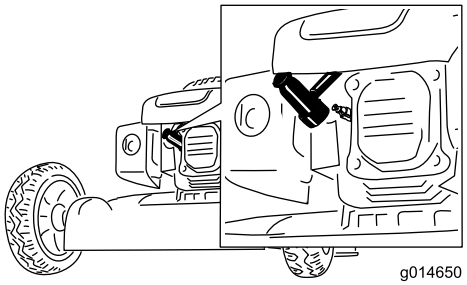

Figure 15
2. Débranchez le fil de la bougie (Figure 15) avant de procéder à un quelconque entretien.